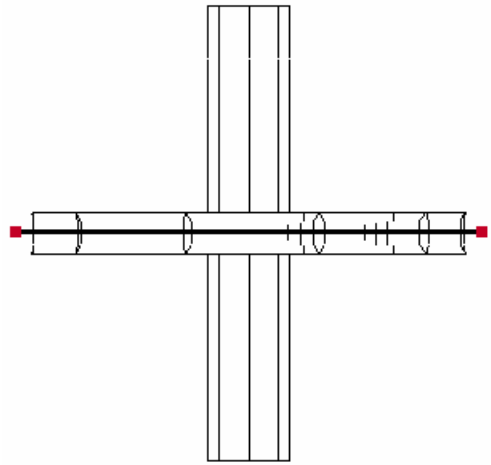

Figure 53. Defining the axis
8. Choose **Do cuts→Cut Plane→Succession**. This tool enables you to make a specific number of equidistant cross-sections along an axis. Enter two points to define the axis (see Figure 53).